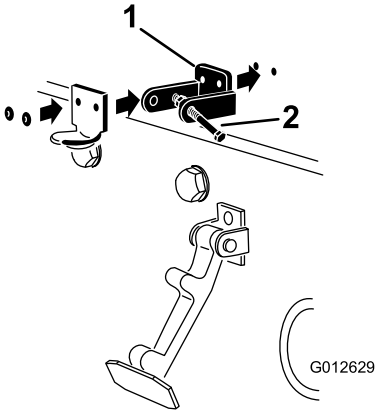

Figur 6
3. Placera CE-låsfästet och motorhuvsspärrfästet på motorhuven när du passar in monteringshålen. Låsfästet måste ligga mot motorhuven (Figur 6). Ta inte bort skruv- och mutterenheten från låsfästets arm.
5. Nita fast fästena och brickorna på motorhuven (Figur 6).